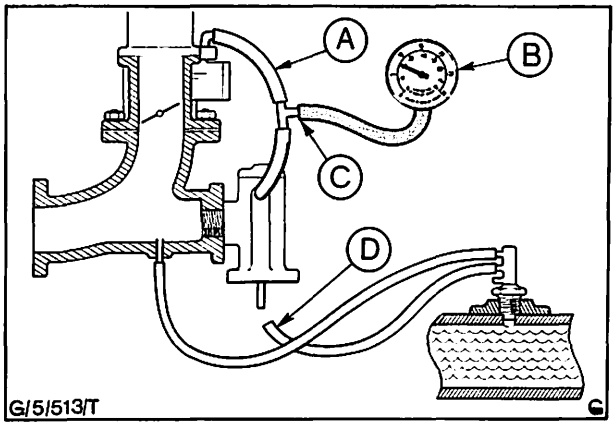

Abb. 170 Testanordnung – Verzögerungsventil
4. Verzögerungsventil vom Vergaserschlauch am Ventil abschließen und ein Vakuummeter zwischen Schlauch und Ventil anschließen, Abb. 170.